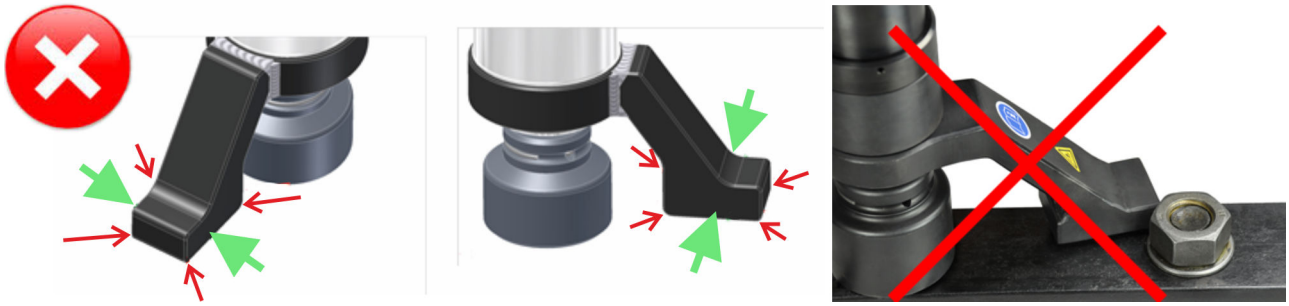

Fig. 24: Brazo de reacción mal apoyado
2. Asegúrese de que solo los puntos marcados con → (Fig. 24) absorban el momento y estén en pleno contacto.